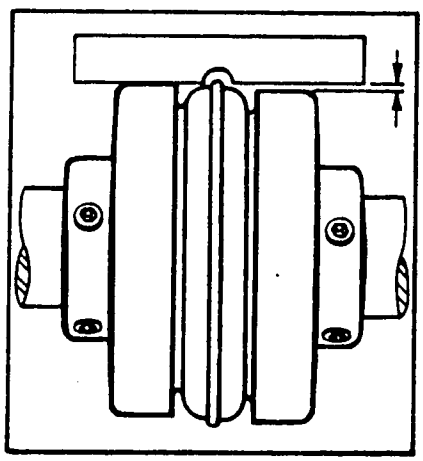

FIGURE 5
a. Check parallel misalignment by placing a straight edge across the two coupling flanges (see Fig. 5) and measure the offset at various points around the periphery of the coupling to determine the maximum offset. This value should not exceed the value under Fig. 7 and should be as close to zero as possible. Do not rotate coupling.